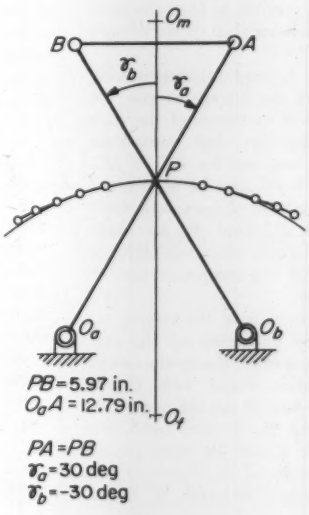

Fig. 8 — Third estimate for example in Fig. 6.
5. A still better solution is shown in Fig. 8. Estimates were: $PA = PB$, $\gamma_a = 30$ deg, and $\gamma_b = -30$ deg.